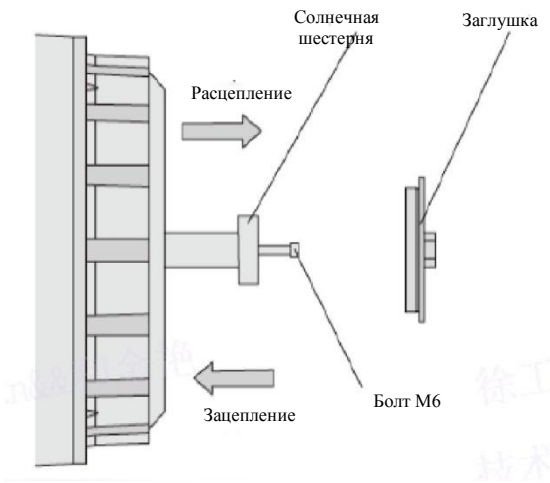

Рисунок 7-1. Схема расцепления ведущего колеса
5) Если для буксировки мобильной подъемной платформы требуется лебедка, то перед буксировкой тормоза ведущих колес должны быть отключены. После буксировки тормоза должны быть включены в обратной последовательности, см. рисунок 7-1. Тормоз ведущего колеса должен быть разомкнут в следующем порядке.